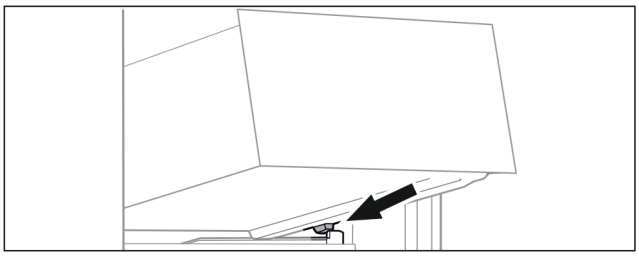

Fig. 15
▶ Placer le tiroir, en l'inclinant, derrière les butées sur la nervure de récipient. (voir Fig. 15)